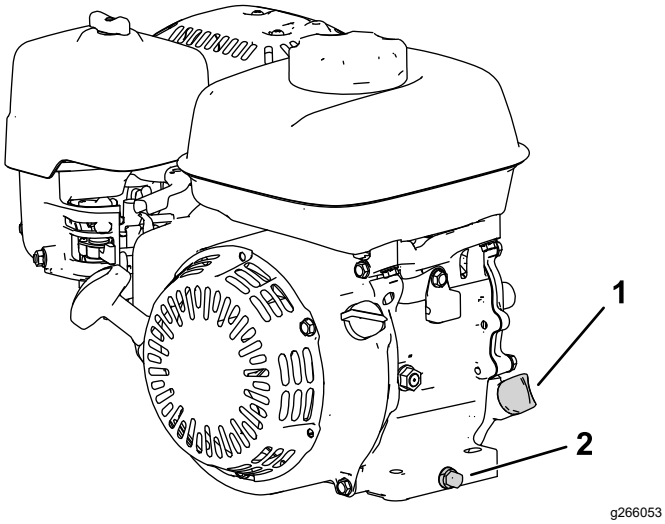

Figure 15
2. Positionnez la machine de sorte que le moteur soit de niveau et nettoyez la surface autour du tube de remplissage (Figure 15).
3. Enlevez le bouchon de vidange (Figure 15).